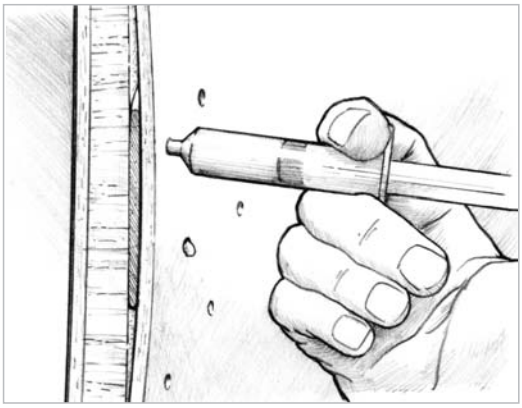

Figure 5-1 *Inject epoxy under the skin using an 807 syringe with the tip cut off to match the hole diameter.*
2. Inject the epoxy mixture under the skin through each of the inspection holes. The shortened tapered syringe tip will fit tightly in the 3⁄16"–7⁄32" inspection holes *(Figure 5-1)*. You should be able to develop enough pressure to force the epoxy several inches from the hole.